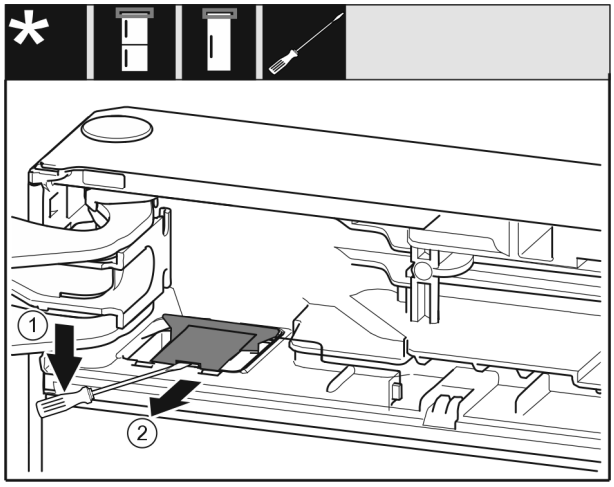

Fig. 12
▶ Plochým šroubovákem uvolněte kryt *Fig. 12 (1)*.
▶ Vyjměte kryt *Fig. 12 (2)*.